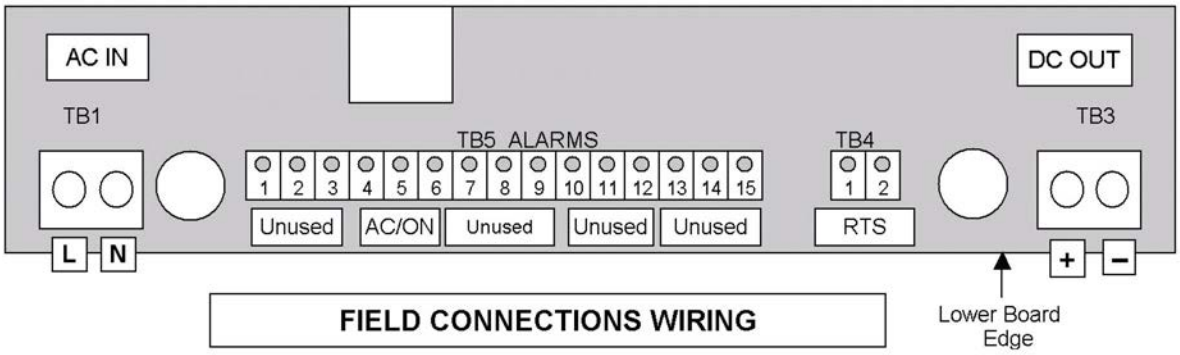
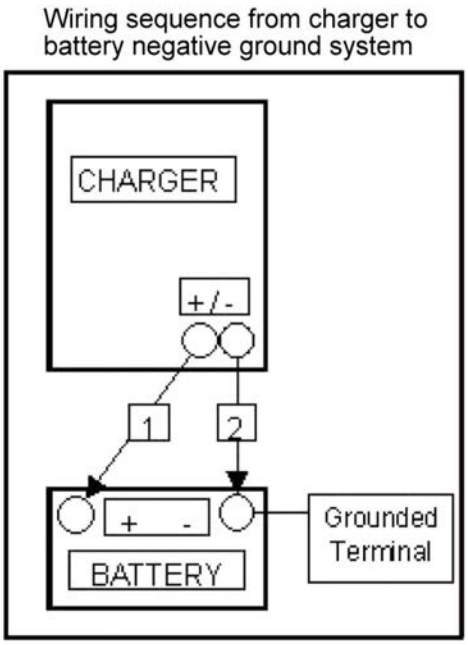

FIGURE 2A
FIGURE 2B
D. Connect the DC output conductors to TB3. Make the connections in the order shown in Figure 2A (negative ground) or Figure 2B (positive ground). The terminals accept 14 through 6 AWG (2.5 through 16 mm^2) conductors.